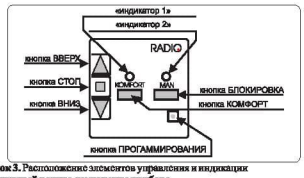

Рисунок 3. Расположение элементов управления и индикации
- Нажать и удержать кнопку ПРОГРАММИРОВАНИЯ (см. рис. 3) в отсутствие подаваемых команд с кнопок управления или мини-пульта.